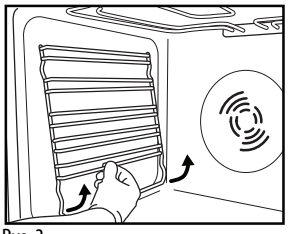

Rys. 3
1. Wyjąć boczne prowadnice półek (Rys. 3).